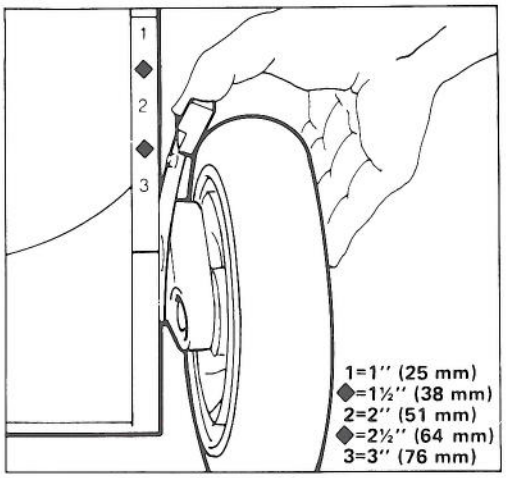

Figure 12
2. For easier adjustment, lift housing up so wheel is off ground. Squeeze adjusting lever toward wheel and move them to desired setting (Fig. 12). Assure pin on adjusting lever engages notch in housing. Adjust all wheels to the same setting.